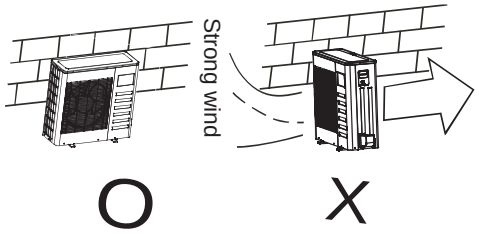

Fig. 5-1
- *In the case that the installation place is exposed to strong wind such as a seaside, make sure the fan operating properly by putting the unit lengthwise along the wall or using a dust or shield. (Refer to Fig.5-1)*